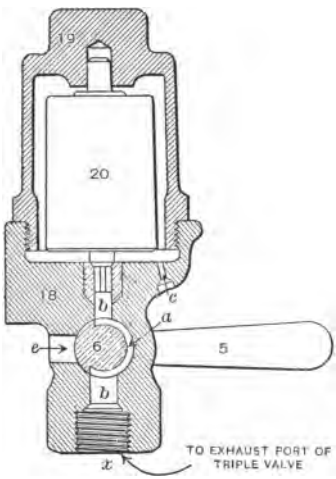

FIG. 15.—PRESSURE RETAINING VALVE.
A. In the position shown in the cut (Fig. 15).
A. A leak in the plug valve operated by the retainer handle; weight 20 (Fig. 15) being gone or dirt on its seat; a split pipe leading from the triple exhaust to the retainer, or a leak in the packing leather in the brake cylinder which would allow the air to escape to the atmosphere.